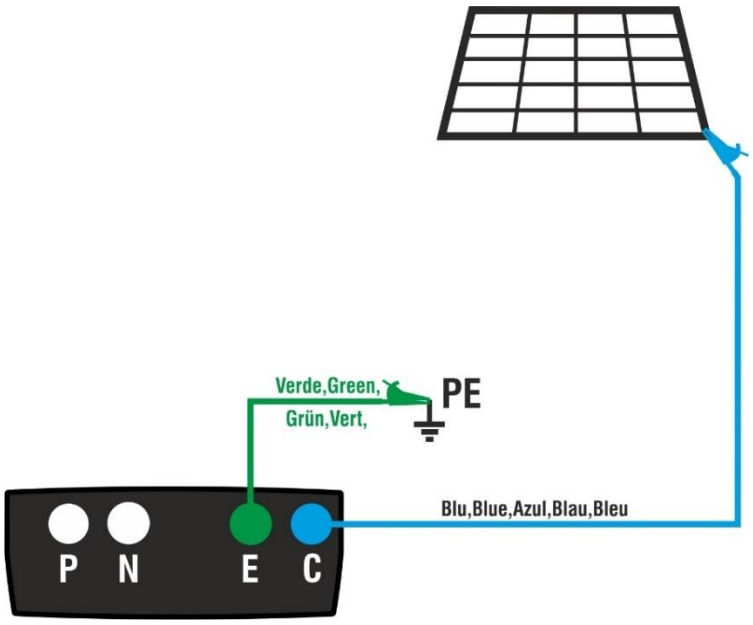

Fig. 6: Ligação de instrumentos para medição continuidade em estruturas de sistemas FV
5. Ligar o instrumento ao módulo/string fotovoltaico em teste e ao nó de terra principal do sistema, como se mostra na Fig. 6
8. Ligar o instrumento ao módulo/string em teste e ao nó de terra principal do sistema, como se mostra na Fig. 6